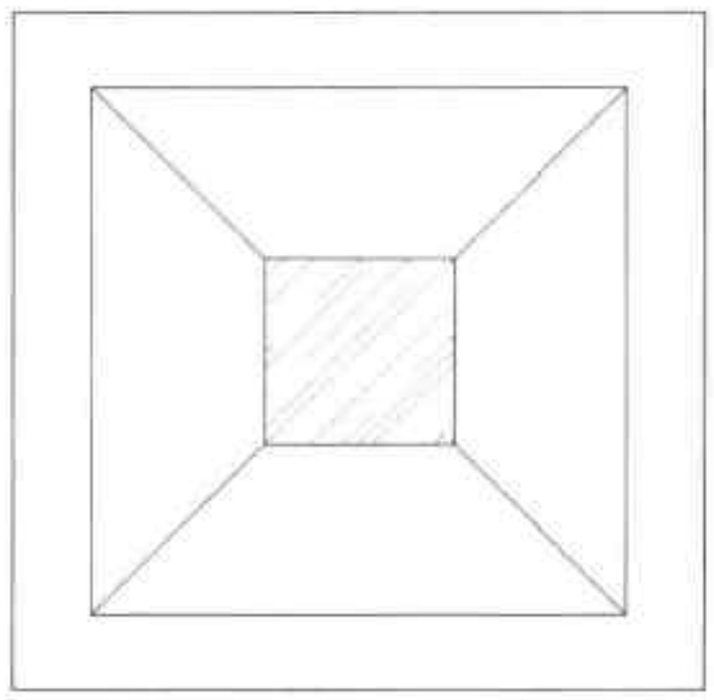

图20-4 填充中心区域
Step 04 执行“填充”命令，选择“AR-RROOF”图案，设置角度为 45°、比例为 15，选择中心区域填充，如图 20-4 所示。